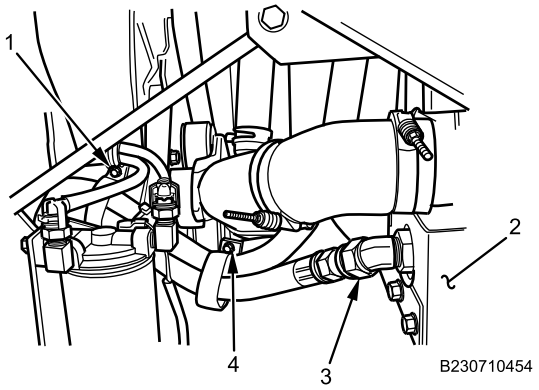

Figure 7. Upper Retainer and Lower Hose.
4. Install nut (Figure 7, Item 3) securing lower hose to radiator (Figure 7, Item 2).
5. Install upper retainer (Figure 7, Item 4) near radiator (Figure 7, Item 2).
6. Install transmission cooler hose bracket and bolt (Figure 7, Item 1) on alternator bracket.